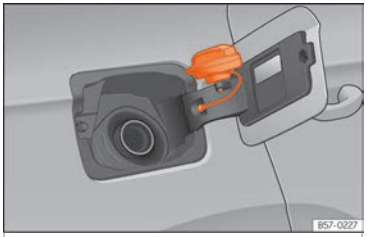

Fig. 218 Tapa del depósito con el tapón encajado.
- Colóquelo en el espacio que hay en la bisagra de la tapa abierta ››› fig. 218.